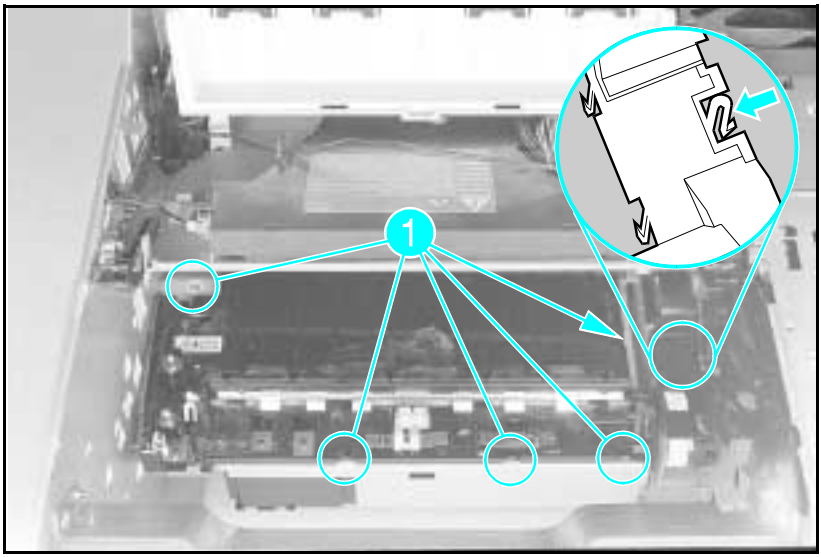

Figure 6-56 **High Voltage Contact and Feed Guide Assembly Latches**
2. Press the tab shown in Figure 6-56 to release the gear cover.
3. Release the (5) latches that hold the Contact Plate in place (see Figure 6-56). Set the Contact Plate on the latch slots.
7. Replace the gear cover (see Figure 6-56).